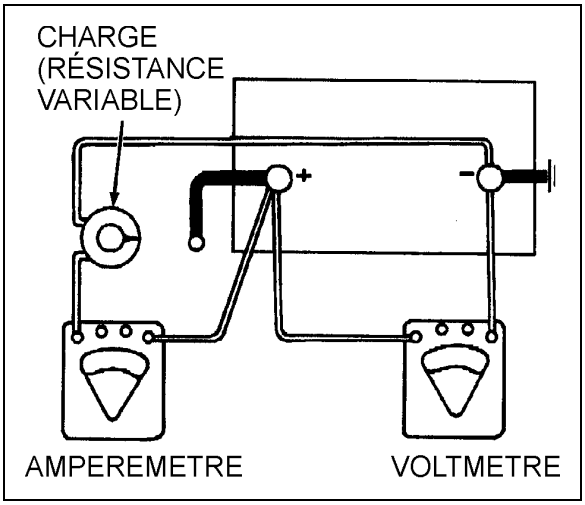

FIGURE 55 : ESSAI DE CHARGE
2. Relier un voltmètre, un ampèremètre et une résistance de charge variable comme illustrés à la Figure 55.